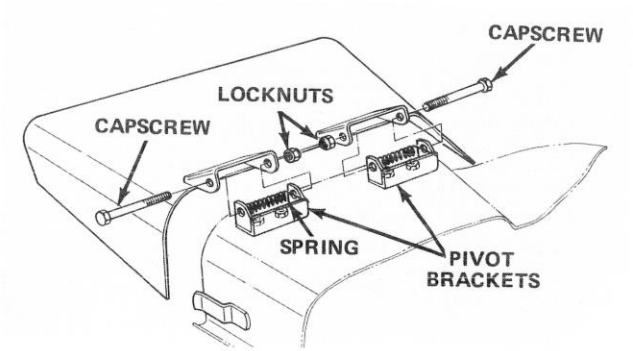

Figure 3
1. Remove capscrews, locknuts, and springs securing deflector mounts to pivot brackets. Remove deflector (Fig. 3).
2. Remove carriage bolts, lockwashers, and nuts securing pivot brackets to housing (Fig. 3).